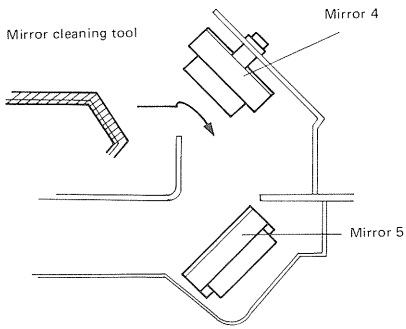

Figure 4-12
2) Remove the lens cover and install the mirror cleaning tool as shown in Figure 4-12.